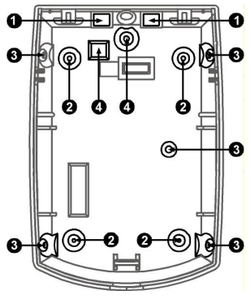

Fig 2 Knockout holes I Orificios troquelados I Trous de débouchure I Fori ciechi I Otwory montazowe
3. Remove the appropriate knockouts for the mounting screws (Fig. 2 - B or C flat or corner installation).
4. The circular and rectangular indentations at the bottom base are the knockout holes (Fig. 2 - D) for wire entry.
3. Extraiga los troqueles correspondientes para los tornillos de montaje (Fig. 2 - B o C para la instalación en una superficie plana o una esquina).
4. Las muescas circulares y rectangulares de la base inferior son los orificios troquelados (Fig. 2 - D) para la entrada de cables.
3. Retirez les débouchures appropriées pour les vis de fixation (Fig. 2 - B ou C installation dans un angle ou à plat).
4. Les empreintes circulaires et rectangulaires sur la base sont les trous de débouchure (Fig. 2 - D) pour l'entrée des fils.
3. Aprire i fori ciechi appropriati per le viti di fissaggio (Fig. 2 - B o C a per l'installazione in piano o ad angolo).
4. I fori ciechi, rotondi e rettangolari, presenti sul fondo della base (Fig. 2 – D) sono per il passaggio dei cavi.